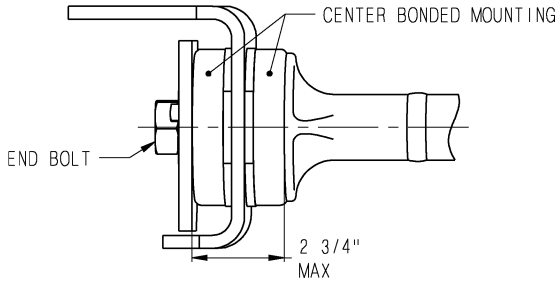

Figure 2
7. Verify the stack height of the center bonded mountings. Stack height should be 2 ¾" or less when the end bolt is fully torqued. (See Figure 2)